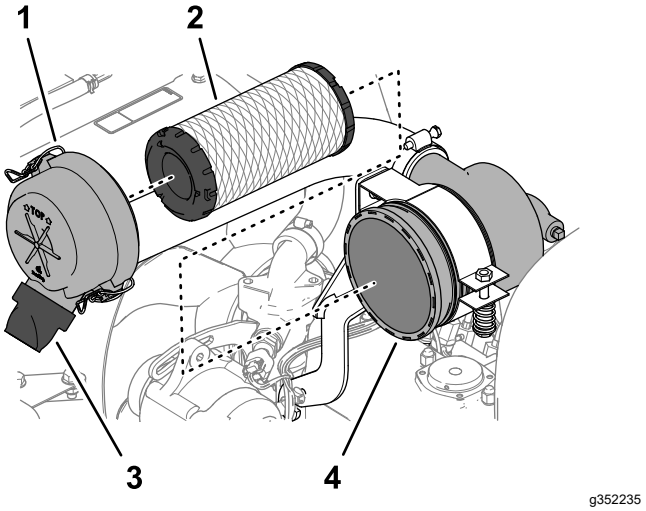

Figuur 65
3. Maak de sluitingen los waarmee het deksel van het luchtfilter is bevestigd aan het luchtfilterhuis (Figuur 65).
6. Verwijder het filterelement (Figuur 65).
7. Verwijder de rubberen uitlaatklep (Figuur 65) van de vuiluitlaat van het luchtfilterdeksel.